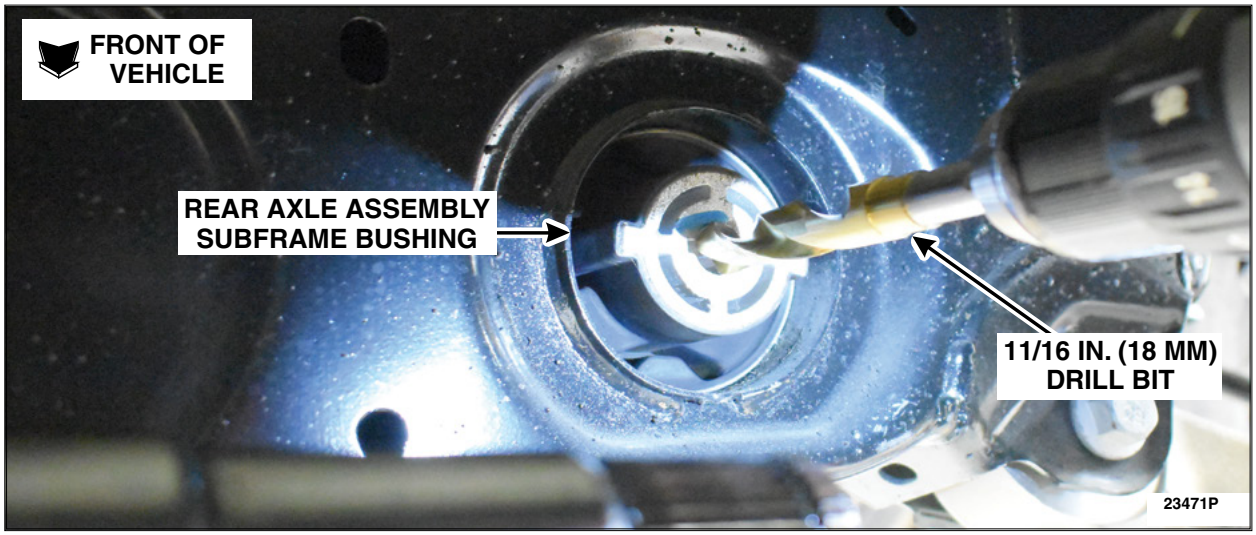

FIGURE 15
23. Using an 11/16 in. (18 mm) or larger drill bit, drill out the rear axle assembly subframe bushing bolt hole. See Figure 15. Click on the video link to see the drilling process: